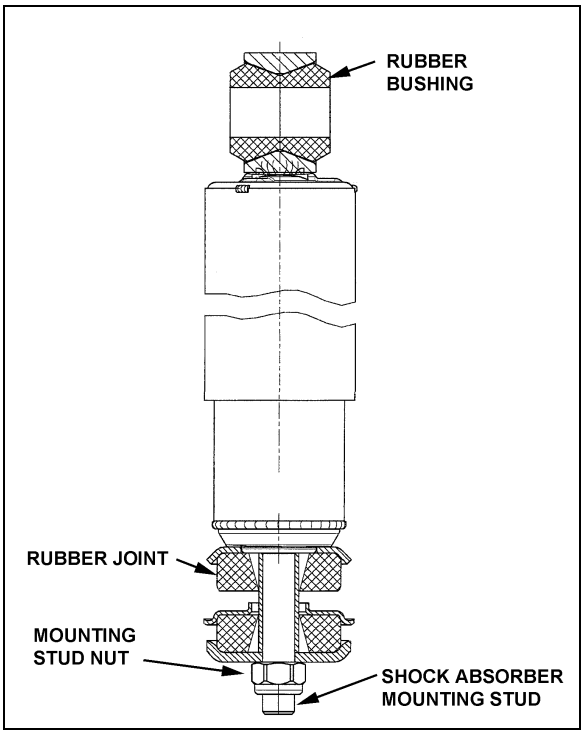

FIGURE 32: SHOCK ABSORBER 16112
5. Install the shock absorber as shown in Figure 32 with the mounting stud protruding through the hole in the mounting bracket and the shock absorber eyes over the mounting pins. Install the outer washer.